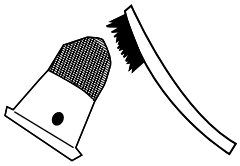

Figura 16: Limpia el apagachispas
6. Si la pantalla no está rota, límpiela usando un cepillo de alambre, solvente comercial o aire comprimido. Elimine la suciedad y la suciedad que pueda haberse acumulado en la pantalla del apagachispas (consulte la Figura 16).